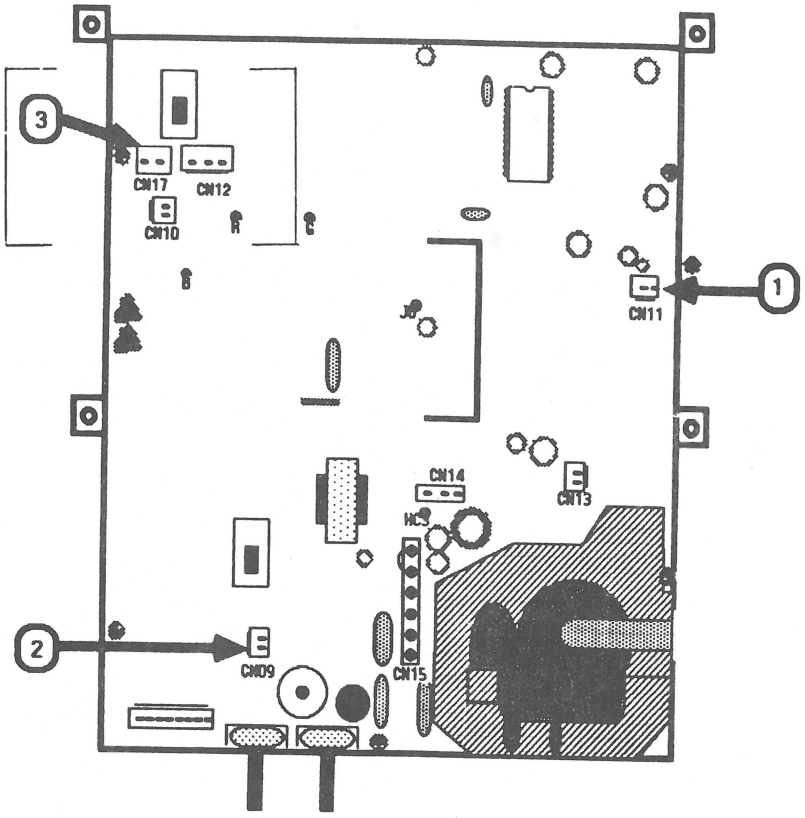

FIGURE 21
NOTE: On the AppleColor Monitor 100 Rev. A, CN17 is located on the logic board (Figure 21, #3).
b) CN11 (logic board) -- Figure 21, #1
c) CN09 (logic board) -- Figure 21, #2
(On the AppleColor Monitor 100 Rev. A, CN17 connects to the logic board -- Figure 21, #3).